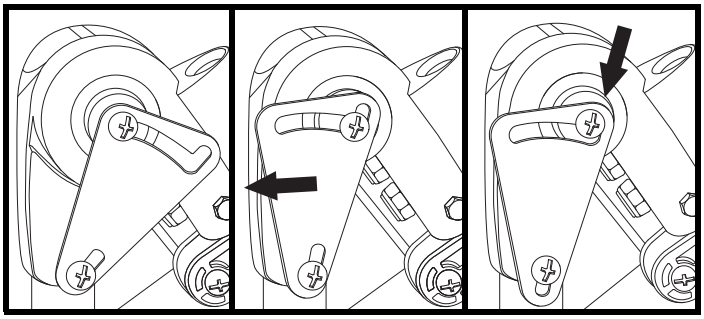

Figura 49. Poggiapiedi DINAMICO
1. Se si desidera la mobilità delle gambe, far scorrere la piastra triangolare (vicino alle ginocchia del bambino) verso la parte anteriore della Carrozzina per premere il pulsante sulla piastra triangolare. Bloccare la piastra triangolare premendola in cima. Ripetere sul lato opposto. **Vedere la figura 49.**